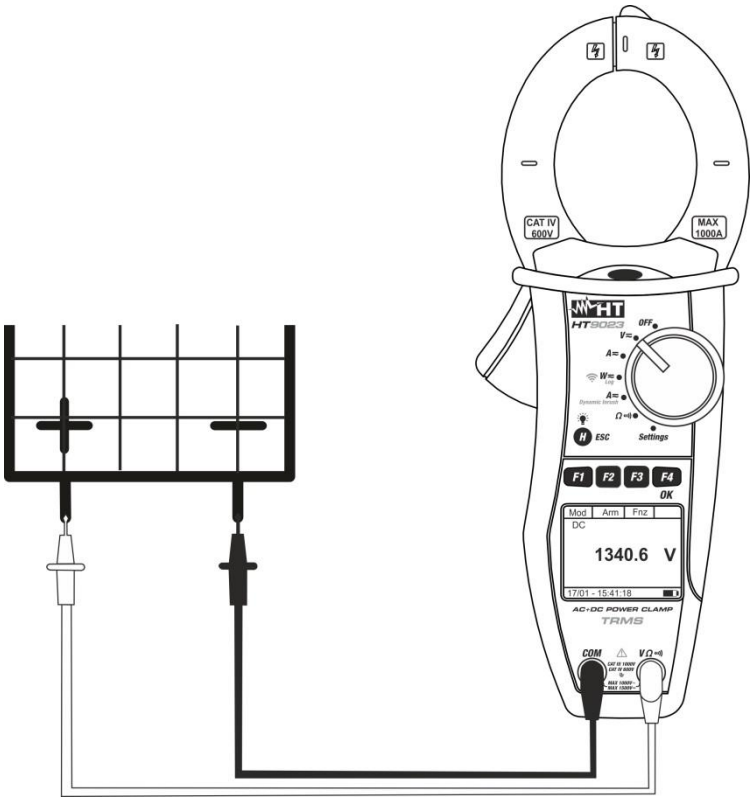

Fig. 5: Medição de Tensão CC
4. Inserir o cabo vermelho no terminal de entrada **VΩ•))** e o cabo preto no terminal de entrada **COM** e colocar as ponteiras nos pontos pretendidos do circuito em exame (ver Fig. 5)